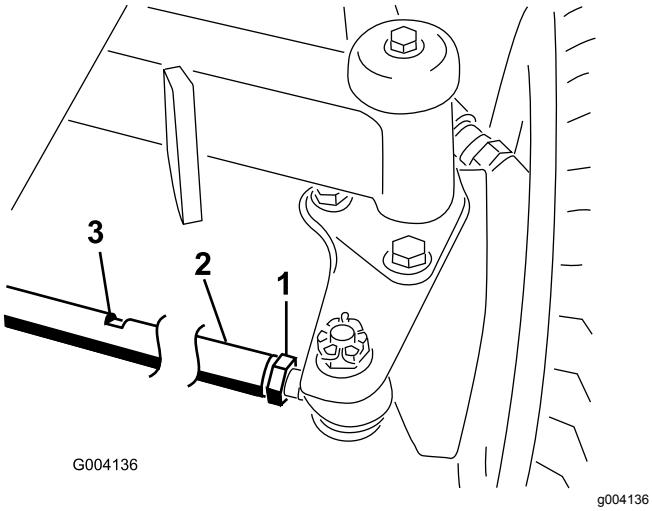

Figuur 64
2. Draai de contramoeren aan de uiteinden van de trommel van de tractiestang los (Figuur 64).